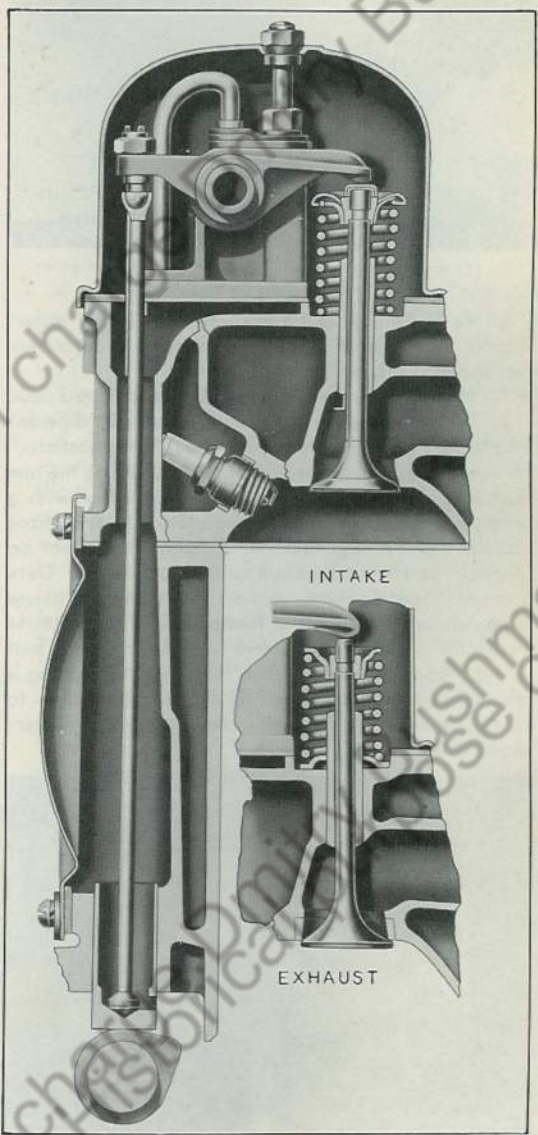

Fig. 49 Valve Mechanism
3. Intake valve springs are covered with a cap or shield which fits over end of intake valve as shown in Fig. 49.
4. Seats are provided for each exhaust valve spring and must be installed between lower end of spring and cylinder head as shown in Fig. 49.